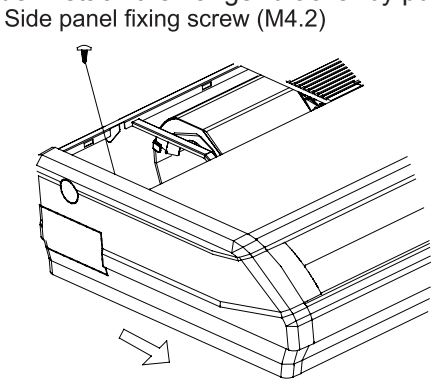

Fig.3
(3) Remove the side panel fixing screw and pull to the front direction(arrow direction) to remove.(Refer to Fig.3)